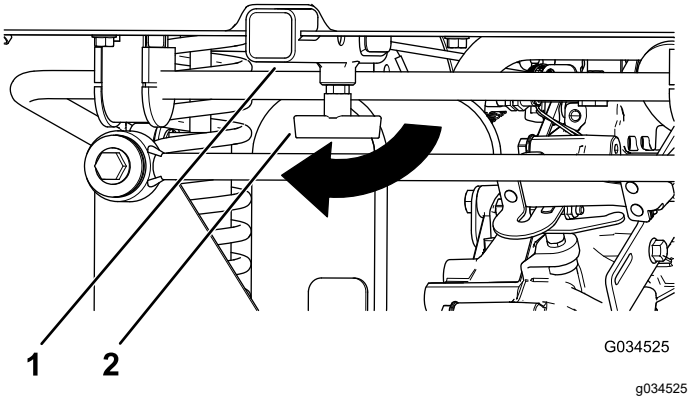

Figur 19
1. Løsne T-håndtaket ved å rotere det med klokken (Figur 19).
2. Sett tilbehøret inn i mottakeren til hullene er innrettet (Figur 19).